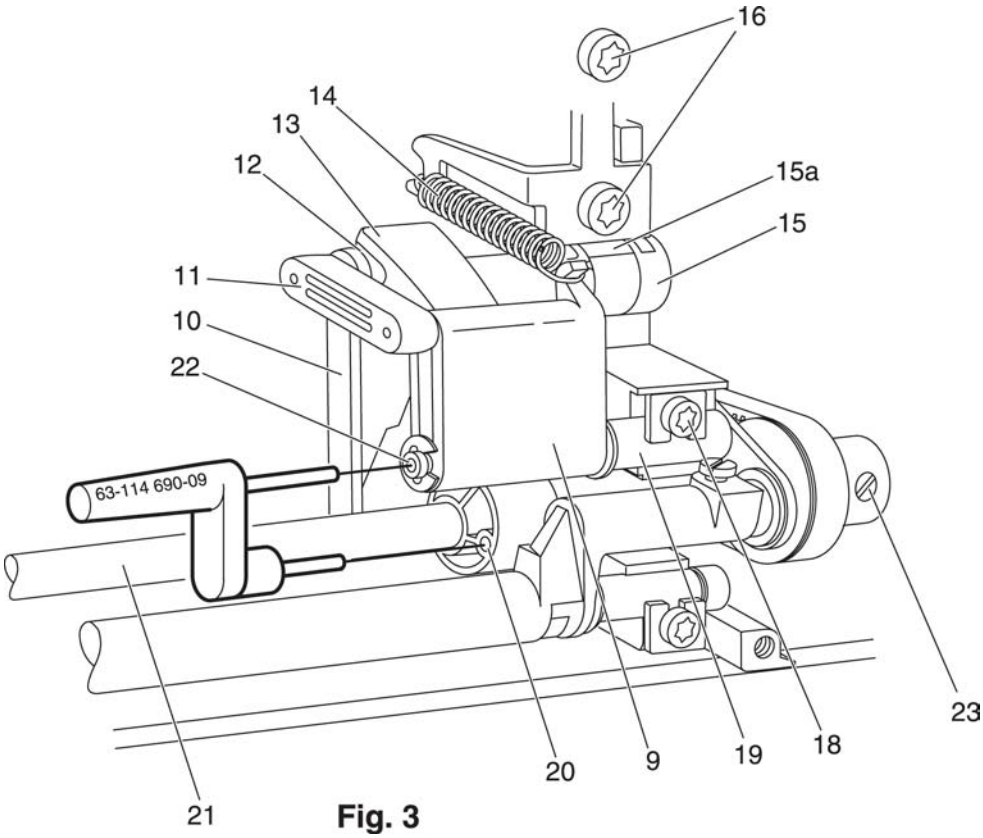

Fig. 3
- Hold the handwheel in this position while inserting the pin gauge in the holes of feeding eccentric 20 and stud 22 (fig. 3).